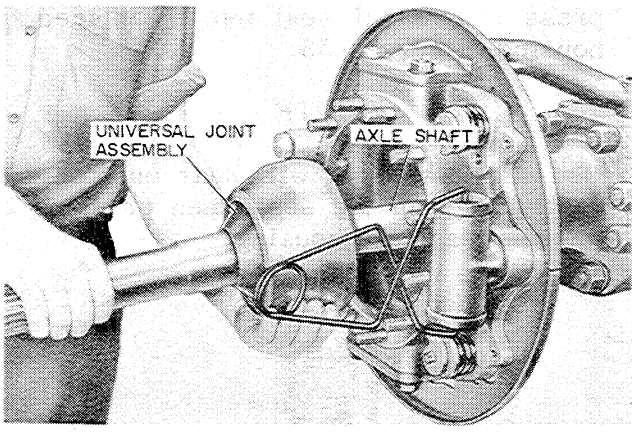

Figure U-49
6. Now install the universal joint in axle housing, Figure U-49.